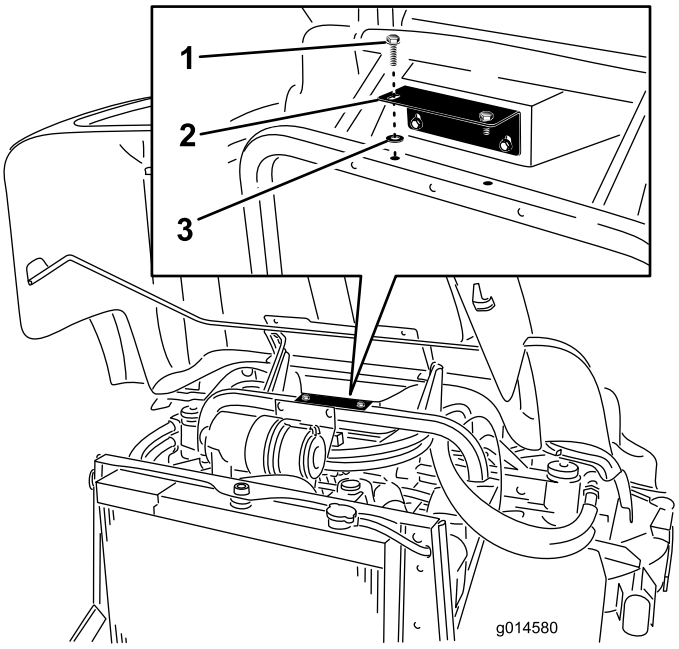

Figure 1
3. Retirez les (2) boulons à embase qui fixent le support du compartiment de rangement support au cadre (Figure 1).